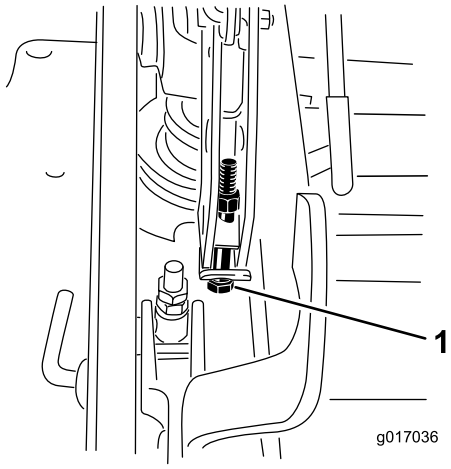

**Figuur 89**
13. Als het maaidek te laag is, draai dan de bout van het enkelpuntssysteem rechtsom. Als het maaidek te hoog is, draai dan de bout van het enkelpuntssysteem linksom (Figuur 89).